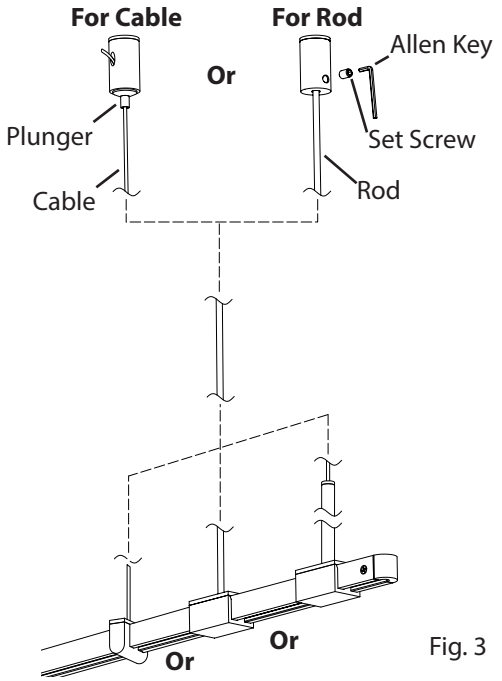

Fig. 3
a. For Rod Hangers: Cut the **Rod** to the desired length, then insert the **Rod** into the **Post** and tighten the **Set Screw** with the **Allen Key** (Fig. 3).